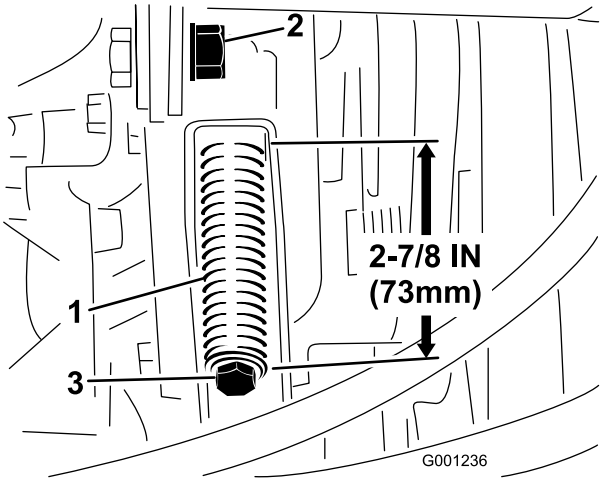

**Figuur 65**
3. Draai de contramoer van de spanstang los (Figuur 65).
4. Gebruik een 1/2 inch sleutel om de spanveer van de riem strakker of losser te zetten (Figuur 65). Stel de veer in totdat deze een lengte van 273 mm heeft.
4. Zet de spanveer van de riem (Figuur 65) met behulp van een 1/2 inch sleutel helemaal los.
6. Plaats de nieuwe aftakasriem en stel de poelieveer weer in op een lengte van 73 mm (Figuur 65).
7. Draai de contramoer vast (Figuur 65) en sluit de motorkap.